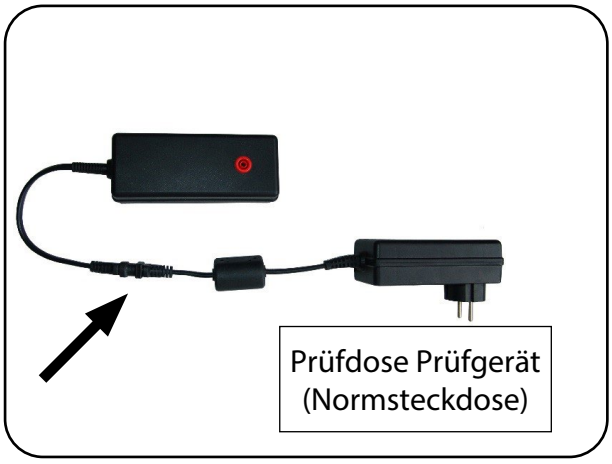

Abb. 19.01 - Verbindung des Netzteils mit dem Adapter und dem Prüfgerät
- Stecken Sie das Steckernetzteil mit seinem AC Stecker in die Prüfdose Ihres Prüfgerätes für Ableitstrom (Abb. 19.01).
- Schließen Sie den Adapter mit dem DC Anschlussstecker am DC Ausgang des Steckernetzteils an (Abb. 19.01).